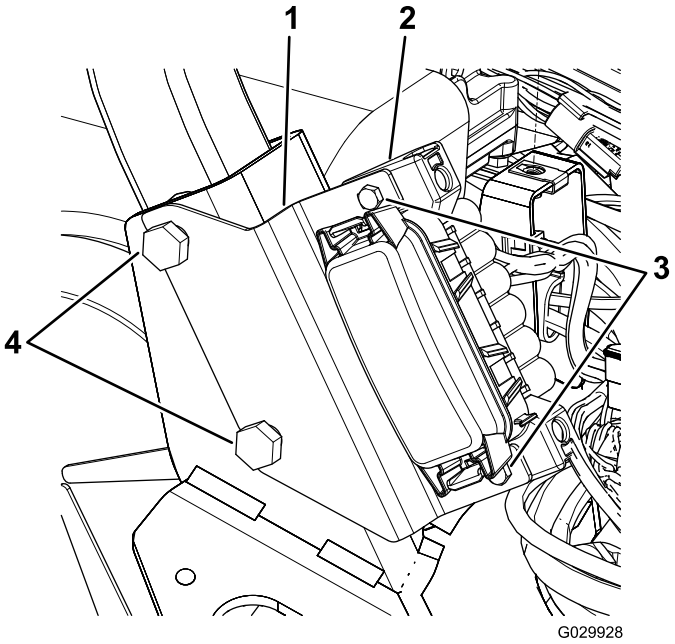

Figuur 11
1. Draai de 2 moeren en bouten los waarmee de rechterzijde van de rolbeugel aan het frame van de machine is bevestigd (Figuur 11).
2. Lijn de openingen in de beugel van de zekeringhouder uit met de bouten; zie Figuur 11
4. Gebruik de 2 schroeven om de zekeringhouder aan de beugel te bevestigen (Figuur 11).